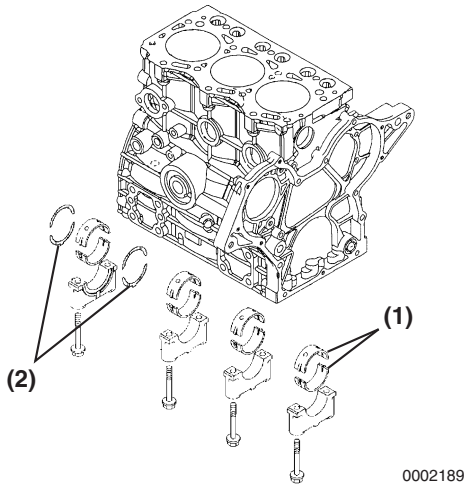

Figure 6-90
2. Install new bearing inserts **(Figure 6-90, (1))** and thrust bearing **(Figure 6-90, (2))** in the cylinder block and main bearing caps. Be sure the oil holes in the upper bearing shells align with the oil ports in the cylinder block. Apply a liberal coat of clean engine oil to the bearings and crankshaft journals.